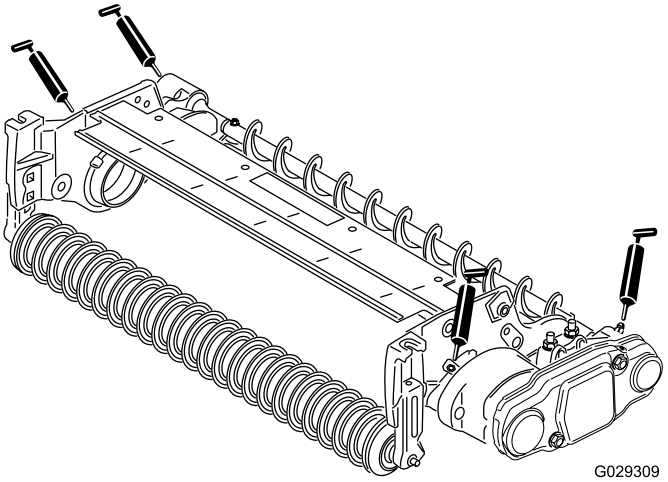

Figuur 19
26. Smeer de nippels op de lagerbehuizingen van de rolborstels en op de rest van het maaidek met nr. 2 smeervet voor algemene doeleinden op lithiumbasis (Figuur 19).